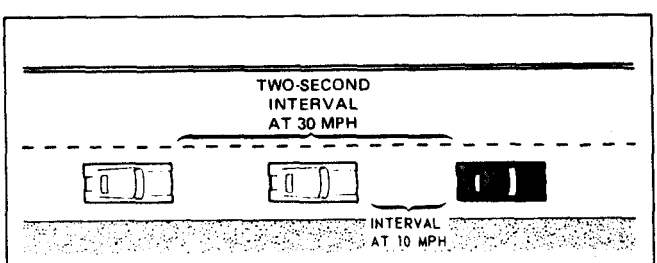

FIGURE 21
b. Following Too Closely. Most rear-end collisions are caused by following too closely; this action is one of the four major causes of accidents. As shown above, the distance required to stop a car increases greatly as speed is increased. A guide for estimating safe distance when following another vehicle, at least at the lower speeds, is: Allow at least 1 second for every 10 feet of vehicle length. This is 2 seconds for the average car. Pick a point on the road, or along side of the road. When the rear of the vehicle ahead passes this point, start counting; 1001, 1002, 1003, etc., until the front of your vehicle is at the same point. The higher the speed, the greater the interval becomes for the same count (Figure 21). The danger of rear-end collisions can be reduced by decreasing your speed, allowing sufficient space between your car and those ahead, and giving proper signals. The injuries to passengers and driver that result from such collisions can also be reduced by consistent use of seat belts.